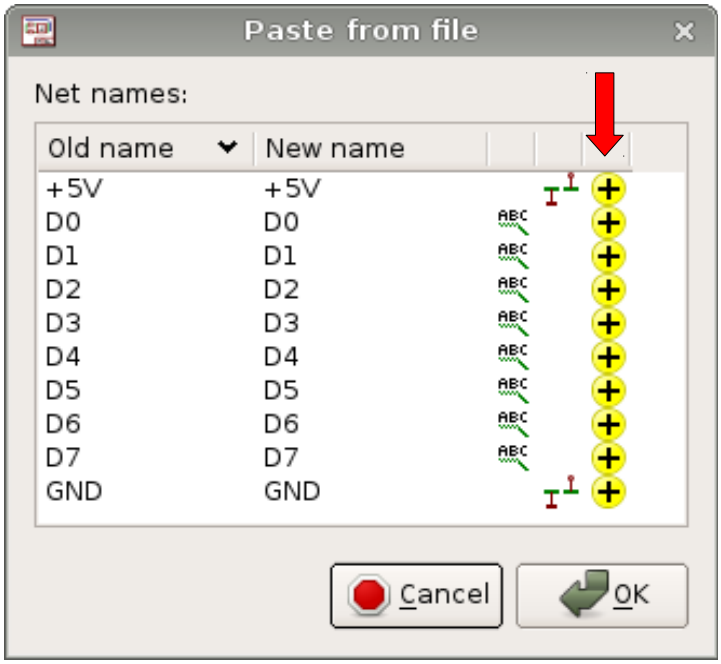

Figure 18: net names while import
6) Now the net names window shows a third column (**red** pointer in Figure 18) notifying you about static nets which will **not** change their name, thus will be connected with the main module. The column “Old name” lists nets of the sub module **before** importing, the column “New name” lists nets of the sub module **after** importing. Since they are equal, the sub module being imported is left as it is, without any net name changing.